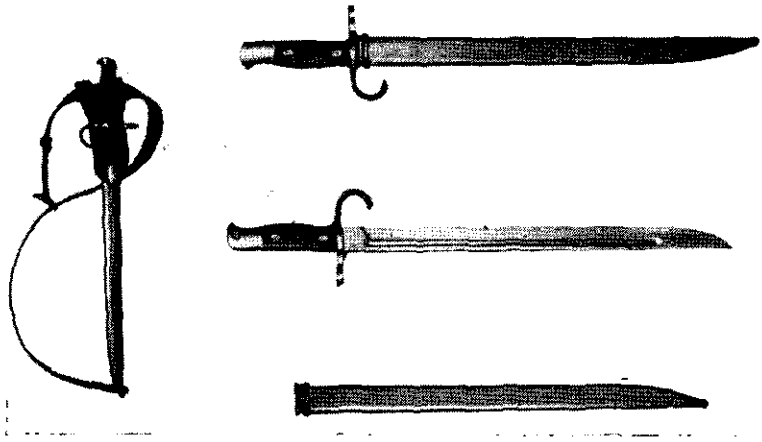
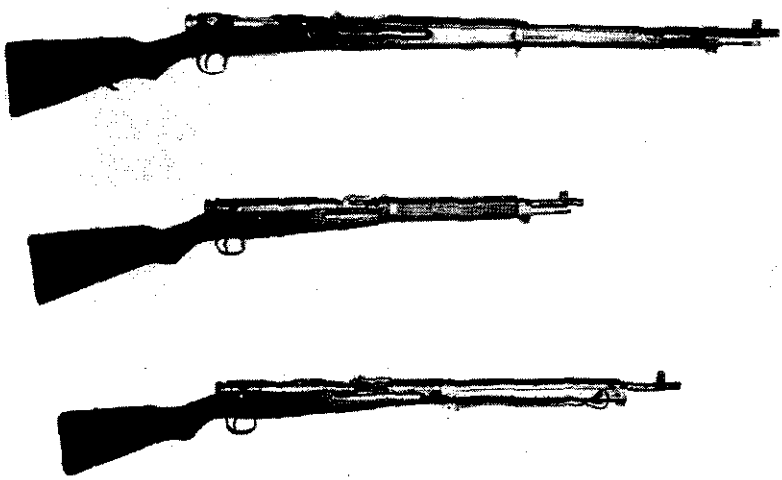

Figure 20.—Model 30 (1897) bayonet and accessories.
Figure 27.—Model 38 (1905) 6.5-mm rifle (top), Model 38 (1905) 6.5-mm carbine (center), and Model 99 (1939) 7.7-mm rifle (bottom).
similar (see fig. 27, p. 41). This carbine, like the rifle, is fitted to take the Model 30 (1897) bayonet (see **g** (1), below, and fig. 20, p. 33).
well to discard the bolt cover. A straight, one-edged bayonet, the Model 30 (1897) (fig. 20), is provided; it locks firmly to the muzzle and upper band in the same manner as the bayonet for the U. S. M1903 (Springfield) rifle. (See also figs. 14, 15, and 19, pp. 25, 26, and 31, respectively.)
In some areas the Model 99 (1939) 7.7-mm rifle (fig. 26) is replacing the Model 38 (1905) 6.5-mm rifle (*Arisaka Sampachi*) (par. **8**, p. 25) as the basic Japanese infantry weapon. It is 5 inches shorter and of larger caliber than the Model 38, but otherwise it is identical in construction (see fig. 27). Like the older model, it is fitted to take the Japanese service bayonet (fig. 20, p. 33). (For a long model 7.7-mm rifle, see par. **47**, p. 240.)